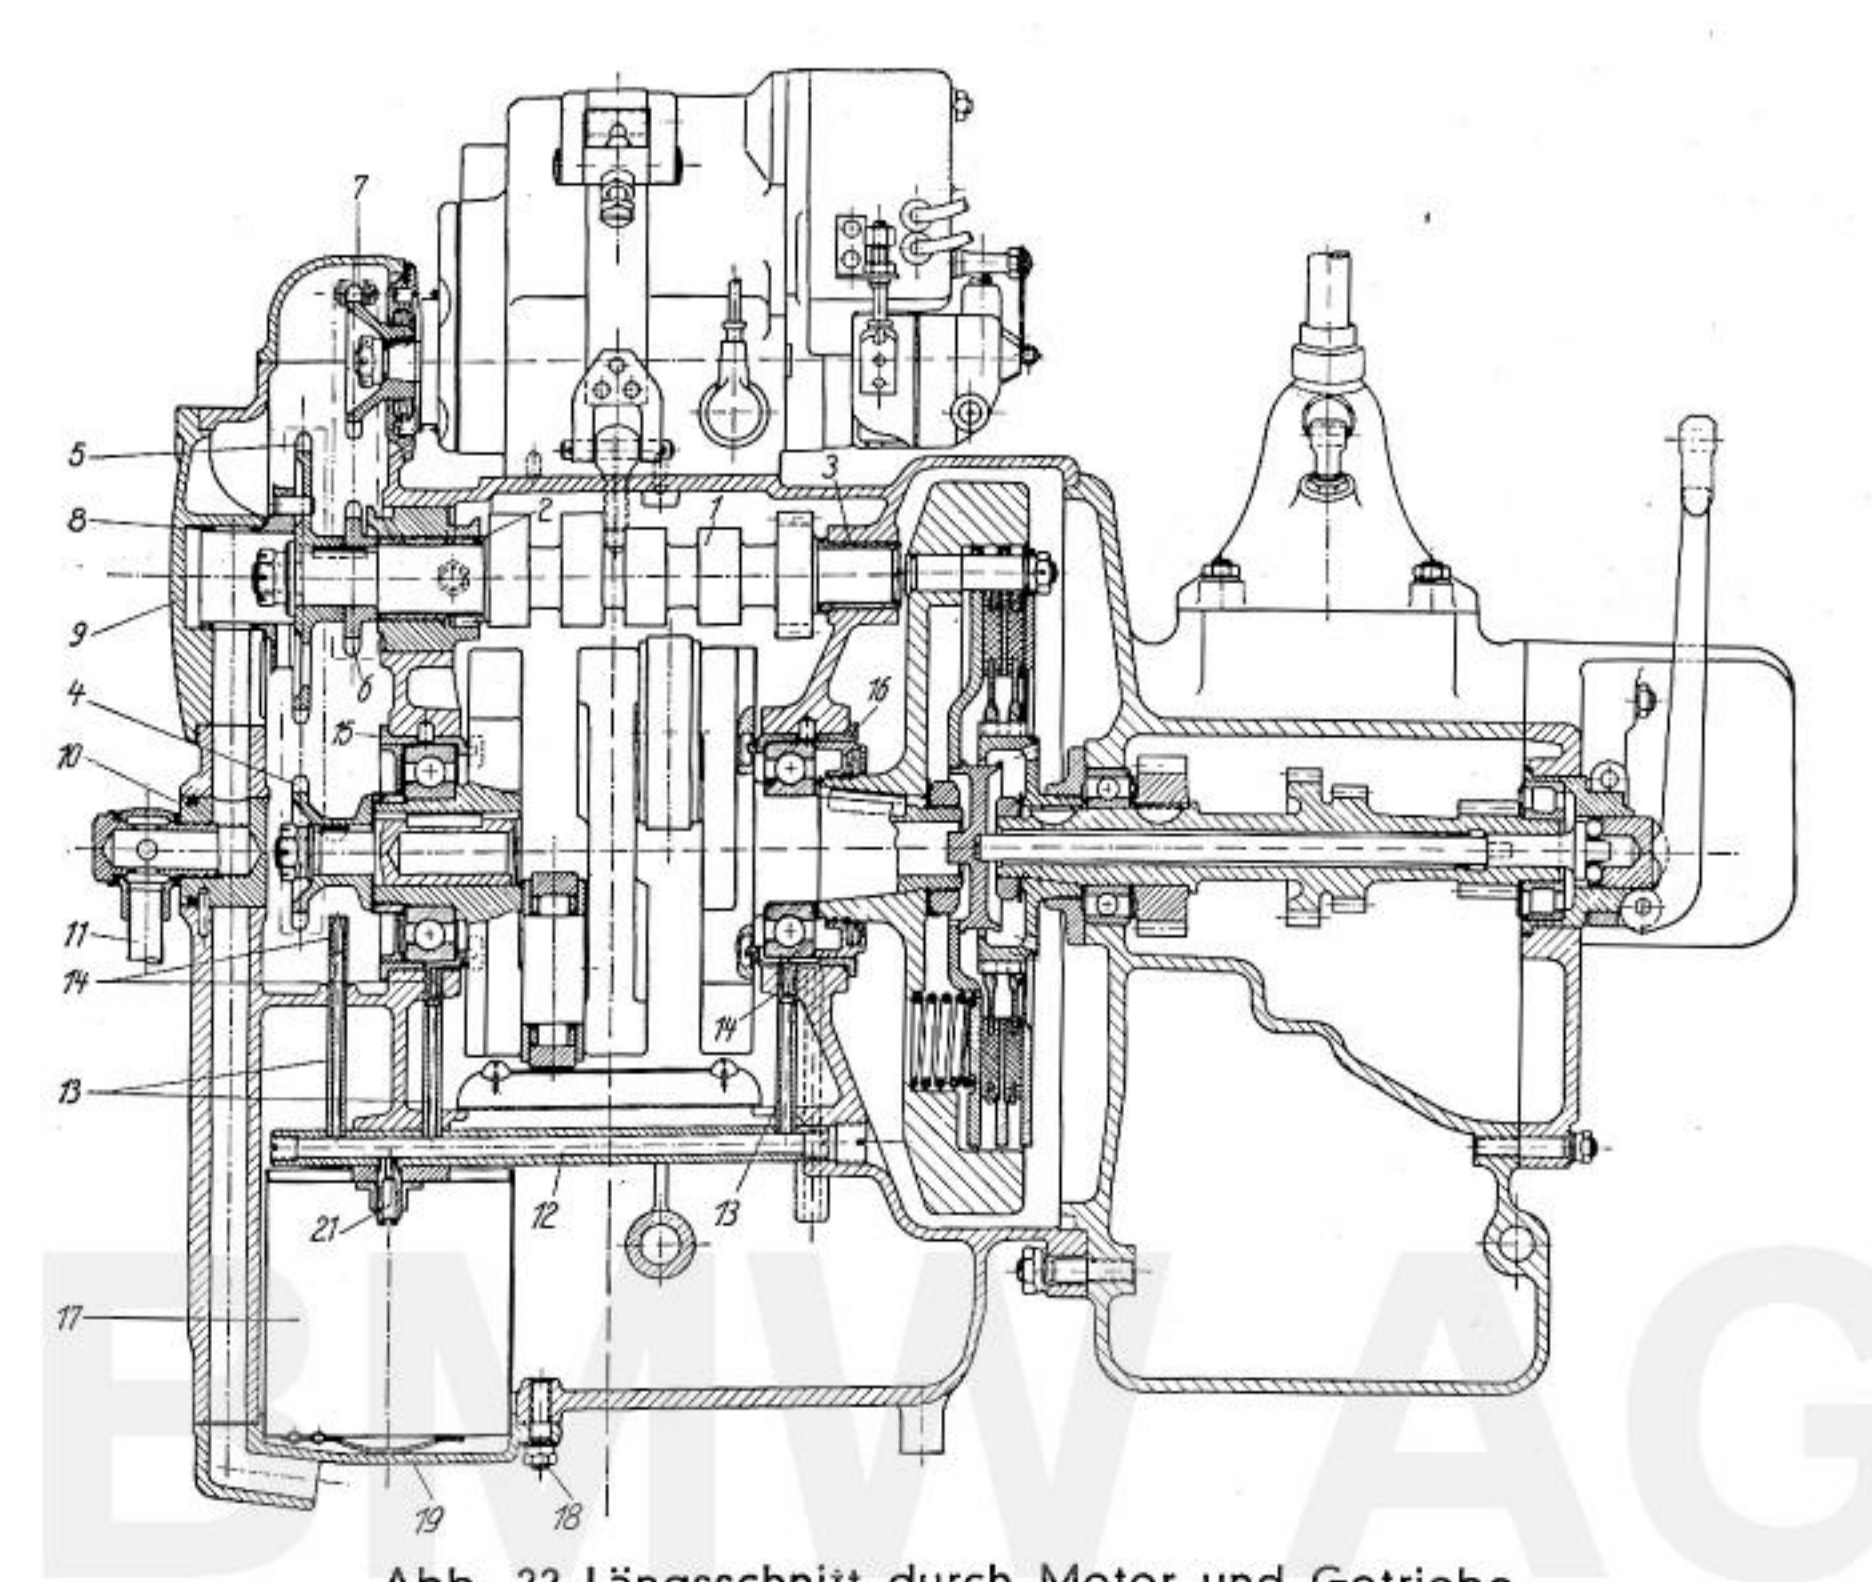

Abb. 22 Längsschnitt durch Motor und Getriebe
Die oberhalb der Kurbelwelle in Gleitlagern **2** und **3** gelagerte Nokkenwelle **1** (Abb. 22) wird durch die Räder **4** und **5** die durch eine geräuschlose Rollenkette kraftschlüssig verbunden sind, von der Kurbelwelle aus angetrieben. Die Nockenwelle ihrerseits treibt gleichfalls über Kettenräder **6** und **7** mittels geräuschloser Kette den Lichtbatterie- bzw. Lichtmagnetzünder an, der mittels Spannbandes auf einer eigens hierfür vorgesehenen Fußplatte, einem Teil des Kurbelgehäuse-Oberteiles befestigt ist.
Die Entlüftung des Kurbelgehäuses erfolgt durch einen mit dem auf der Steuerwelle **1** aufgekeilten Kettenrad **6** durch Paßstifte verbundenen Drehschieber **8,** der in dem Antriebsgehäusedeckel **9** gelagert ist (Abb. 22). Die beim Einwärtsgehen der Kolben im Motorgehäuse verdichtete Luft gelangt durch den Drehschieber **8,** den Deckel **9** und durch ein Zwischenstück **10** in eine außen liegende Rohrleitung **11,** welche die Luft ins Freie ableitet. Auf diese Weise wird im Motorgehäuse immer ein geringer Unterdruck erzeugt, der ein Austreten von Öl an den Trennfugen des Gehäuses wirksam verhindert.
Die Schmierung erfolgt unter hohem Druck vollkommen selbsttätig wie bei neuzeitlichen Kraftwagenmotoren, so daß ausreichende Ölversorgung auch bei höchster Beanspruchung sichergestellt ist. Eine im Motorgehäuseunterteil eingebaute Zahnradpumpe (Abb. 36) saugt durch einen Seiher **22** das Öl durch die Tätigkeit der beiden Zahnräder **23** und **24** an, von denen das letztere mittels einer Welle **25** und Schneckenrad **26** von der Schnecke auf der Steuerwelle **1** angetrieben wird. Das Öl wird durch eine Bohrung im Deckel **27** in das Steigrohr **20** gedrückt und gelangt in das Ölverteilungsrohr **12** (Abb. 22 und 36), und von hier durch die senkrechten Ölrohre **13** und die fein gebohrten Öldüsen **14** zu den Lagerbüchsen **15** und **16** (Abb. 22) zur Schmierung der Kurbelwellenrollenlager. Ein Teil des Öles gelangt in die Verteilerrinnen der Lagerbüchsen, von wo es dann durch die hohlgebohrten Kurbelwellenzapfen und -schenkel den Pleuellagern zugeführt wird. Das vordere senk-
Ein Teil des Öles wird von der Ölpumpe durch Steigrohr **20** (Abb. 36), Ölverteilungsrohr **12** und Öldüse **21** (Abb. 22) in das Ölfilter **17** geleitet und verläßt dieses vollkommen gereinigt, um durch den Ölsumpf der Ölpumpe wieder zugeführt zu werden. Das vom Triebwerk in den Ölsumpf zurückfließende Öl wird durch ein im Gehäuseunterteil befestigtes Ölsieb gleichfalls vor Eintreten in den Ölsumpf gereinigt. Schädlicher Überdruck im Leitungssystem wird durch ein in die Pumpe eingebautes und sorgfältig eingeregeltes Sicherheitsventil verhindert.
**Bezüglich der Wartung der gesamten Zündlichtanlage verweisen wir ausdrücklich auf die beigegebenen Bosch-Vorschriften.** Die Regelung des Zündzeitpunktes erfolgt durch den auf der linken Seite des Lenkers angebrachten Drehgriff (Abb. 7). Der Lichtmagnetzünder ist in zugänglicher Lage auf einer kleinen Plattform des Motorgehäuses angeordnet und mittels Spannbandes leicht lösbar befestigt. Der Antrieb erfolgt von der Kurbelwelle über die Steuerwelle mittels geräuschloser Ketten. (Siehe Seite 36, Abb. 22.)
Die Verstellung des Zündzeitpunktes erfolgt durch den auf der linken Seite des Lenkers angebrachten Drehgriff (Abb. 6 und 7). An Stelle des Lichtbatteriezünders kann auch auf Wunsch ein Lichtmagnetzünder eingebaut werden. Der Lichtbatteriezünder bzw. Magnetzünder ist ebenso wie der Magnetzünder bei der R 12-Einvergaser-Maschine in zugänglicher Lage auf einer kleinen Plattform des Motorgehäuses angeordnet und mittels Spannbandes leicht lösbar befestigt. Der Antrieb erfolgt von der Kurbelwelle über die Steuerwelle mittels geräuschloser Kette. (Siehe Seite 36, Abb. 22.)